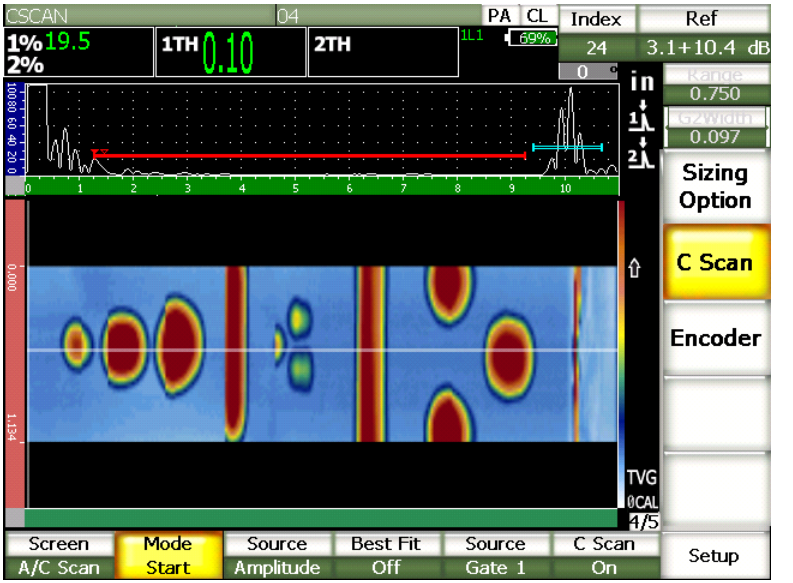

Figure 18-25 An acquired timed C-scan
2. Move your probe along your test piece to capture C-scan data (see Figure 18-25 on page 462).